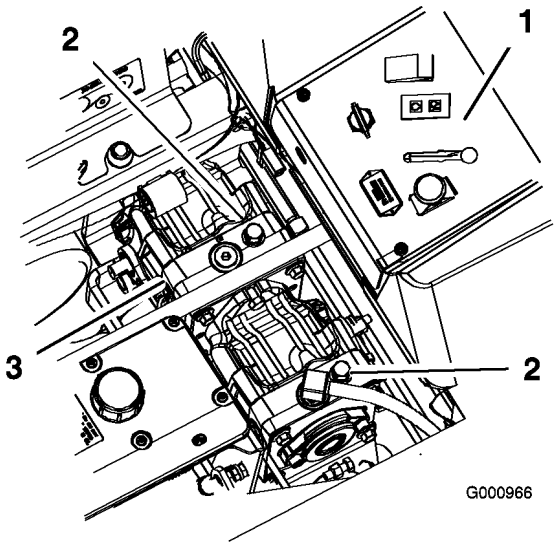

Figur 28
2. Vrid överströmningsventilerna motsols ett varv för att skjuta maskinen. Hydrauloljan kan då passera förbi pumpen, så att hjulen kan rotera (Figur 28).
Vrid överströmningsventilerna medsols ett varv för att köra maskinen (Figur 28).